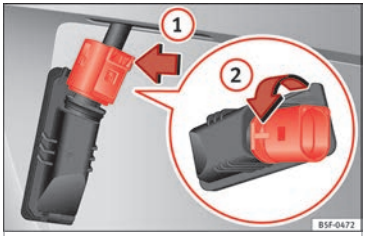

Fig. 122 Luz de matrícula: desmontar el portalámparas.
3. En el bloqueo del conector presione ››› **fig. 122** en la dirección de la flecha ① y tire del conector.
4. Gire el portalámparas en la dirección de la flecha ② y sáquelo con la lámpara.
6. Introduzca el portalámparas en la luz de matrícula y gire en dirección opuesta a la flecha ② hasta el tope.